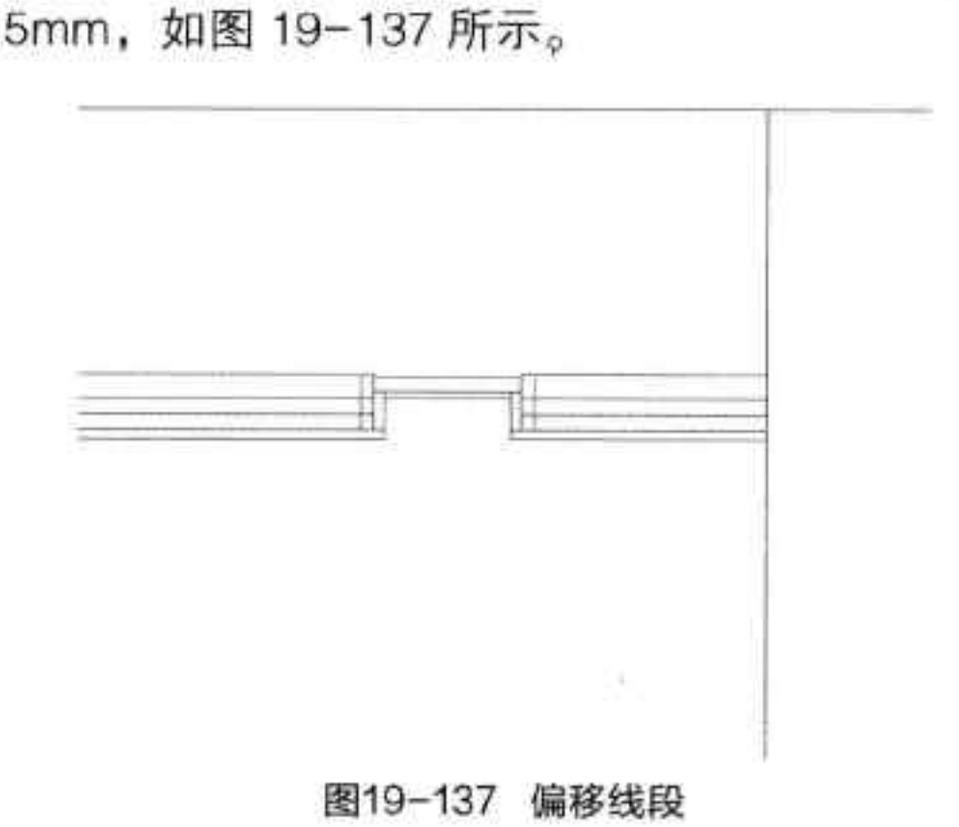

图19-137 偏移线段
Step 04 执行“偏移”命令，将轮廓线向上偏移 20mm 和 30mm，再将竖轮廓线向左右各偏移 15mm，如图 19-137 所示。